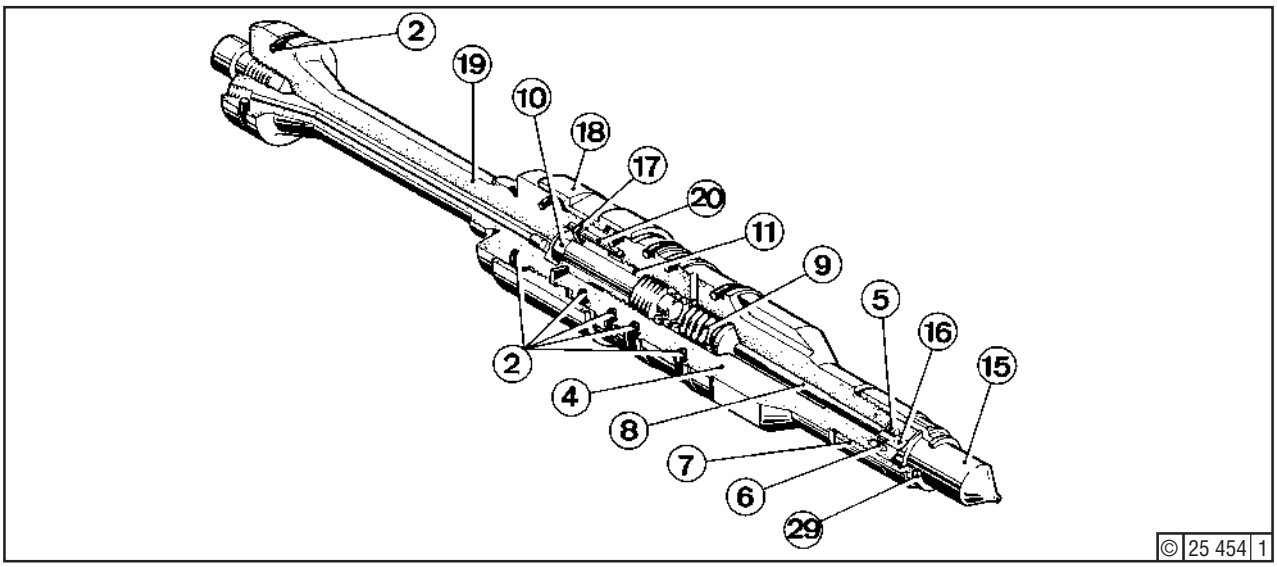

Fig. 1
Remove injector as per Job Card 07.07.01. Unscrew cap (12) - Fig. 1 - and remove gasket (13). Release sleeve (11), turn out adjusting screw (10) by a few turns until spring (9) is unloaded. Clamp housing (4) at its flats in a vice. Using wire brush, **carefully** remove combustion residues from the surface of the nozzle element (15), **avoiding damage to the nozzle bores**, and remove washer (29). Then lay or suspend the injector in diesel fuel to soak for 24 hours in order to soften the layer of carbon deposit between nozzle nut (7) and nozzle element (24). Do not stand on end, otherwise the nozzle tip may be damaged.
Clamp housing (4) - Fig. 1 - in a vice with flat face at top. If dowel pin (6) presents shear marks, renew pin. Place nozzle element (15) with needle (16) on the carefully cleaned and dried flat surface. Apply Deutz S2 compound to thread of nut (7) and pressure face between nozzle element (15) and nut (7).